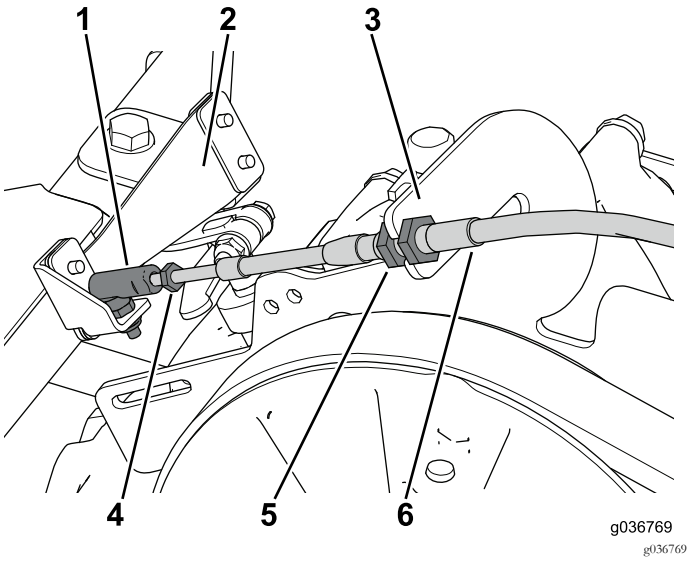

Figura 35
2. Enrosque o conjunto da junta esférica no cabo das mudanças e prenda com o conjunto do braço das mudanças (Figura 35).